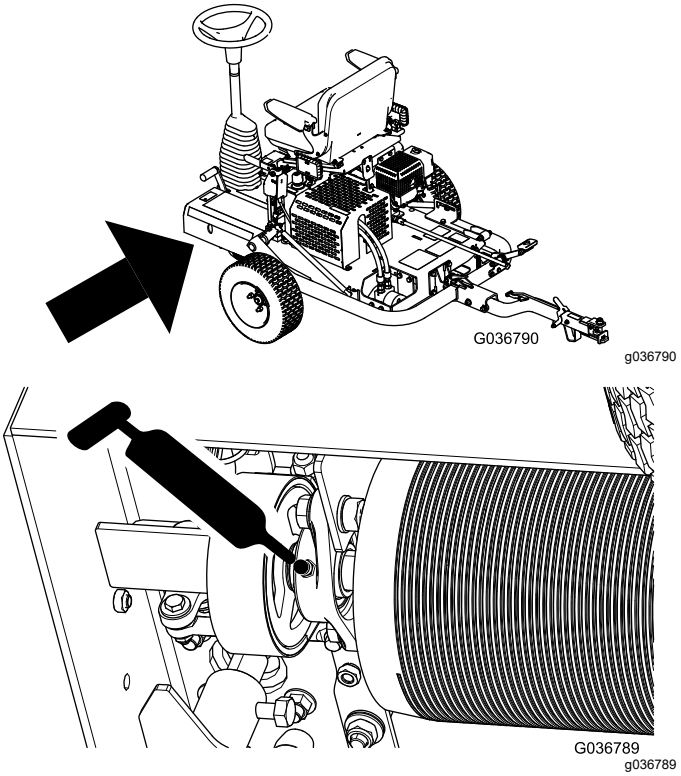

**Figur 25**
3. Pumpa in fett i smörjnippeln enligt Figur 25.